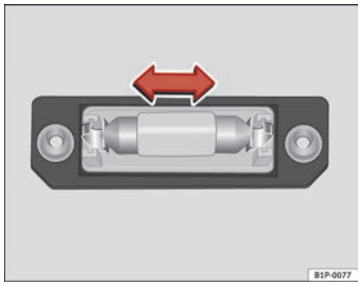

Fig. 200 Luce targa
– Rimuovere la lampadina, muovendola verso l'esterno nel senso della freccia ⇒ fig. 200.